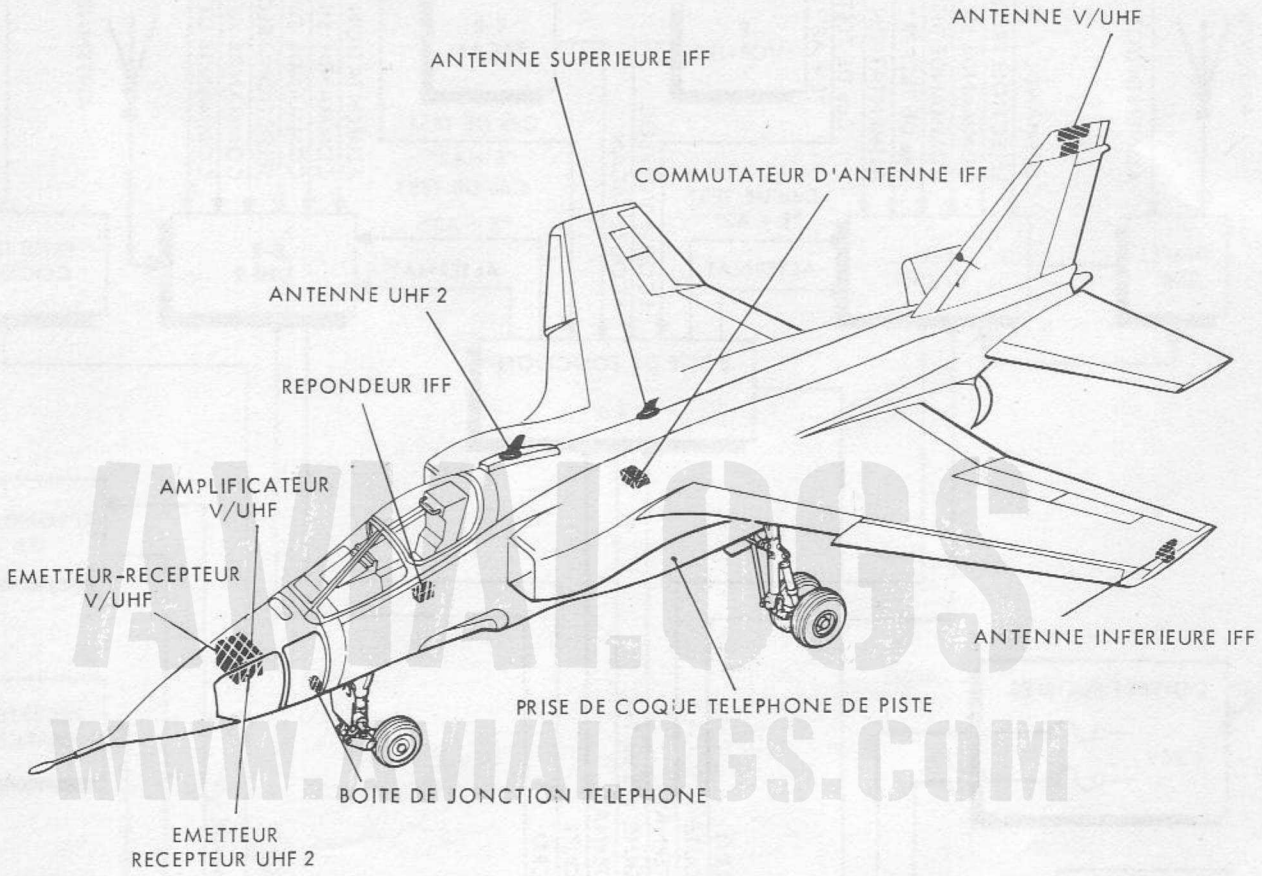

FIGURE 1 - IMPLANTATION DES EQUIPEMENTS RADIO
10.0 - Généralités (Fig. 1)
10.2.2.1 - Description (Fig. 1 et 2)